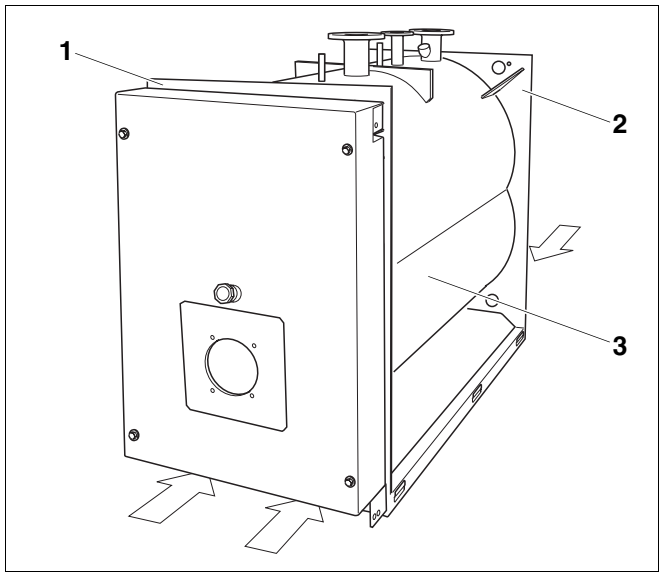

Fig. 3 Trasporto del blocco caldaia con muletto/ transpallet
- Introdurre le forche del muletto sotto la parete anteriore (fig. 3, **pos. 1**) e posteriore (fig. 3, **pos. 2**) della caldaia.
- Spingere un transpallet sotto la parete anteriore e uno sotto la parete posteriore (fig. 3, pagina 15).